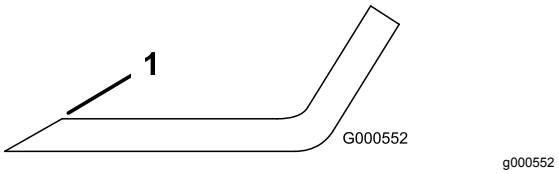

Figur 104
1. Slipa eggarna i båda ändarna av kniven med en fil (Figur 104).
Obs: Om kniven inte är balanserad kan du fila bort lite metall från knivens segeldel (Figur 104).